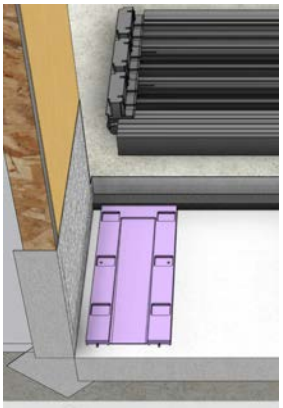

Fig 7
- Drill pilot holes through two of the recessed pockets in the shims and into the rough opening (fig 7). Try to place the screws towa¬rds the sides of the shims while ensuring the screw heads fit fully into the recessed pockets.